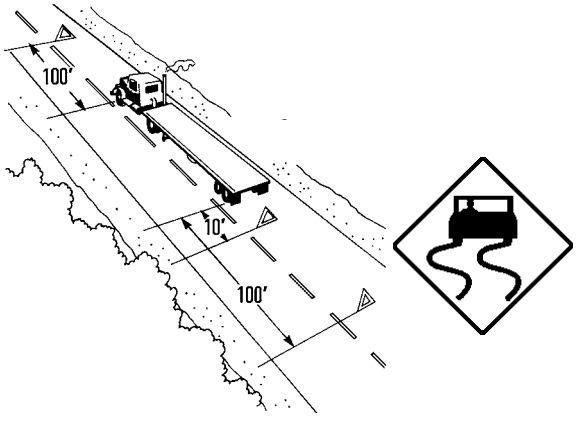

Figura 2-5 Carreterra de doble sentido o no dividida
- En un camino de doble sentido con tráfico en ambas direcciones o en una carretera no dividida, coloque los mecanismos de advertencia dentro de diez pies de las esquinas delanteras o traseras a fin de marcar la ubicación del vehículo, y 100 pies detrás y delante del vehículo, en el acotamiento (orilla) o en el carril en el que usted paró. (Figura 2-5)